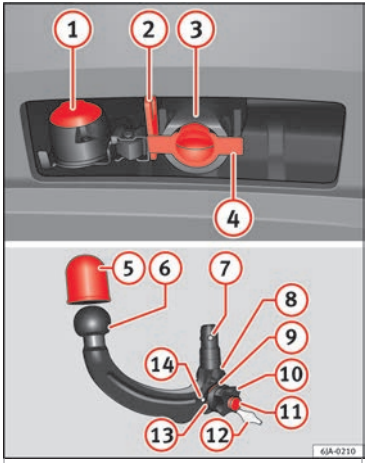

Fig. 195 Towing bracket device support for hitching/ball-headed bar.
Key to **››› Fig. 195**
– Remove the cap from the clamping bush (4) ››› **Fig. 195** by pulling downwards.
– Place the cover over the clamping bush (4) ››› Fig. 195.